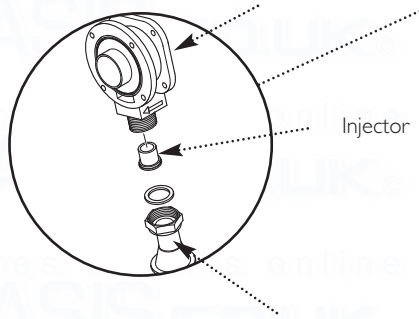

Fig. 44
6. Undo the nut on the gas inlet pipe to the venturi (Fig. 44) and pull the sensing pipe off the fan.
9. Carefully draw the fan, collector, air pressure switch and cover assembly forward, being careful to retain the injector in the venturi (Figs. 44 & 45).